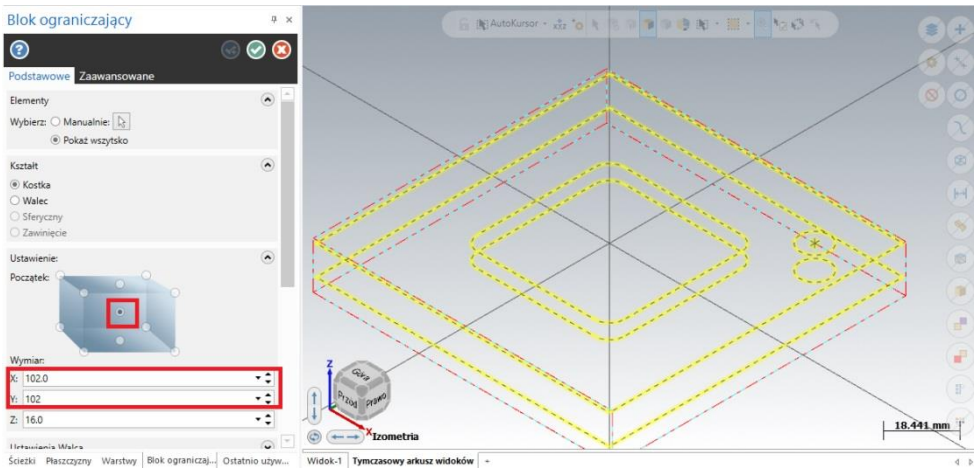

Rys. 28. Ustawienie naddatków na ścianach bocznych.
- Dodatkowy 1mm na ścianach bocznych. Należy wybrać taką opcję, która w żaden sposób nie będzie blokowała przemieszczeń ścian bocznych przygotówki. Następnie w opcjach osi X oraz Y należy wprowadzić 102mm (Rys. 28). Wprowadzenie tej wartości spowoduje pojawienie się naddatków o wartości 1mm na każdej ze ścian bocznych,
[Tekst alternatywny. Rysunek 28 przestawia sposób ustawienia bocznych naddatków]